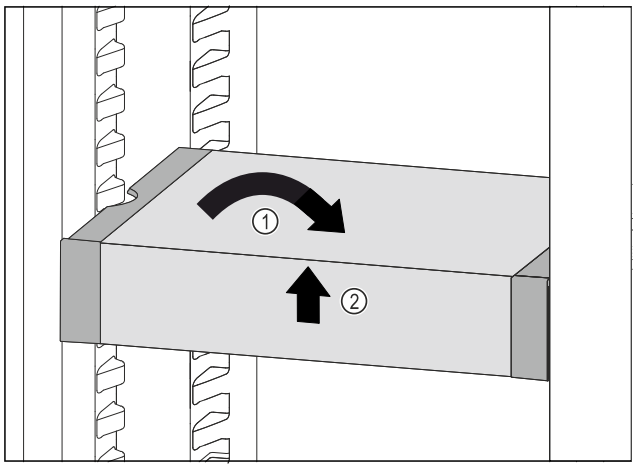

Fig. 87
▶ Poziționați drept VarioSafe. *Fig. 87 (1)*
▶ Ridicați în față VarioSafe. *Fig. 87 (2)*